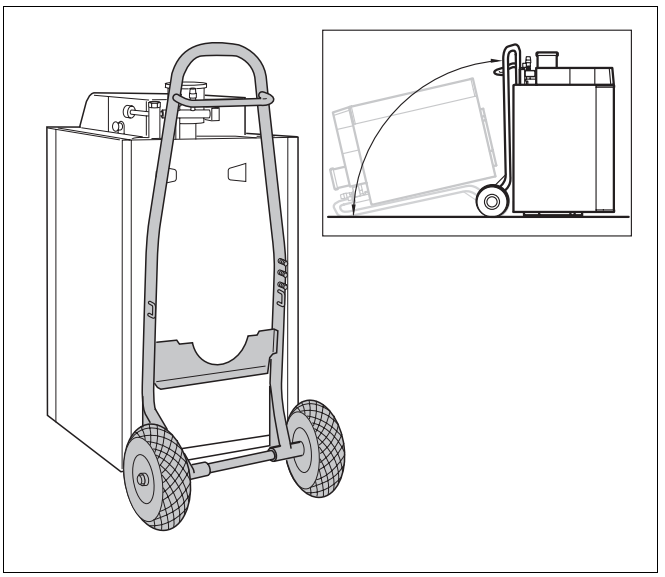

Bild 12 Fußschrauben mit Kesselkuli montieren
- Heizkessel mit dem Kesselkuli nach hinten kippen (Bild 12).